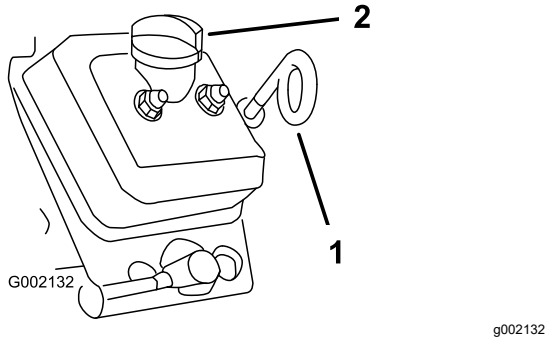

Figura 35
5. Utilize um pano para limpar em redor da vareta de óleo e tampão de enchimento (Figura 35) de forma a que a sujidade não caia no tubo da vareta ou no tubo de enchimento e danifique o motor.
6. Remova a vareta e limpe-a com um pano (Figura 35).
7. Coloque a vareta no tubo e verifique se fica completamente introduzida (Figura 35).
10. Volte a colocar o tampão de enchimento (Figura 35).
11. Insira a vareta do óleo e coloque-a com firmeza (Figura 35).